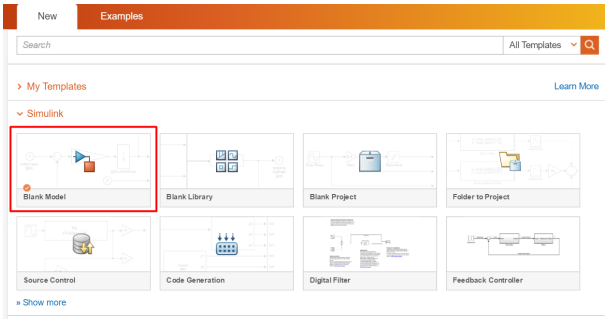

Figure 10.76: Create a Simulink model.
2. (Figure 10.76) Create a new Simulink model using the blank model template.